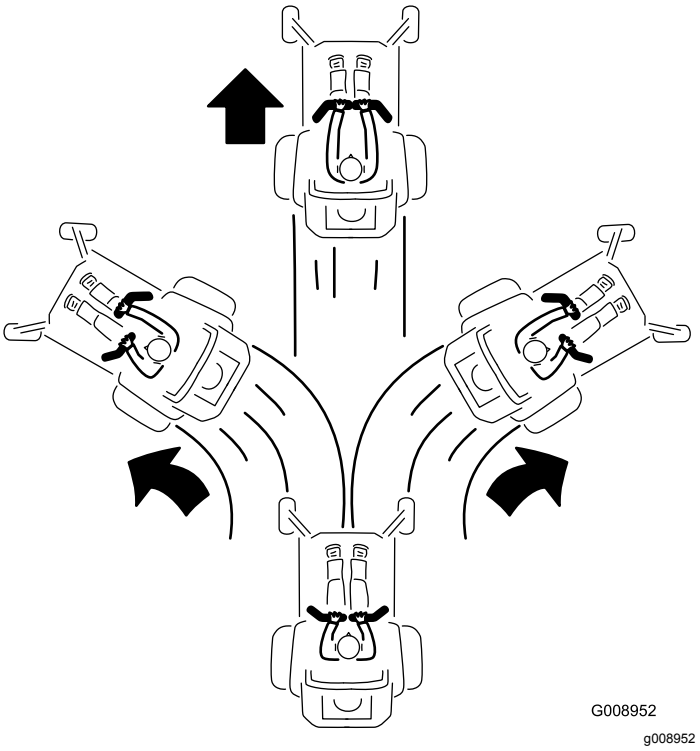

**Figur 26**
3. Kör framåt genom att försiktigt föra rörelsereglagespakarna framåt (Figur 26).